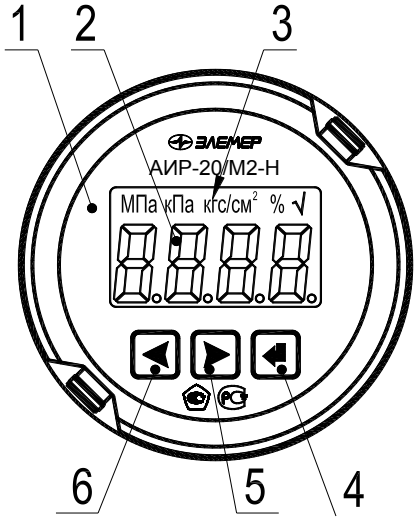

Figure 2.1
2.4.1.3 On the front side of the electronic module there are (see Figures 2.1 and 2.2.):
2.4.2.1 AIR-20/M2-H displays measurement results on LCD or LED indicator that contains the following display fields (see Figures 2.1 and 2.2.):
Legend for Figure 2.1:
2.4.3.2 Buttons for menu operation are located on the front panel (see Figures 2.1 and 2.2).